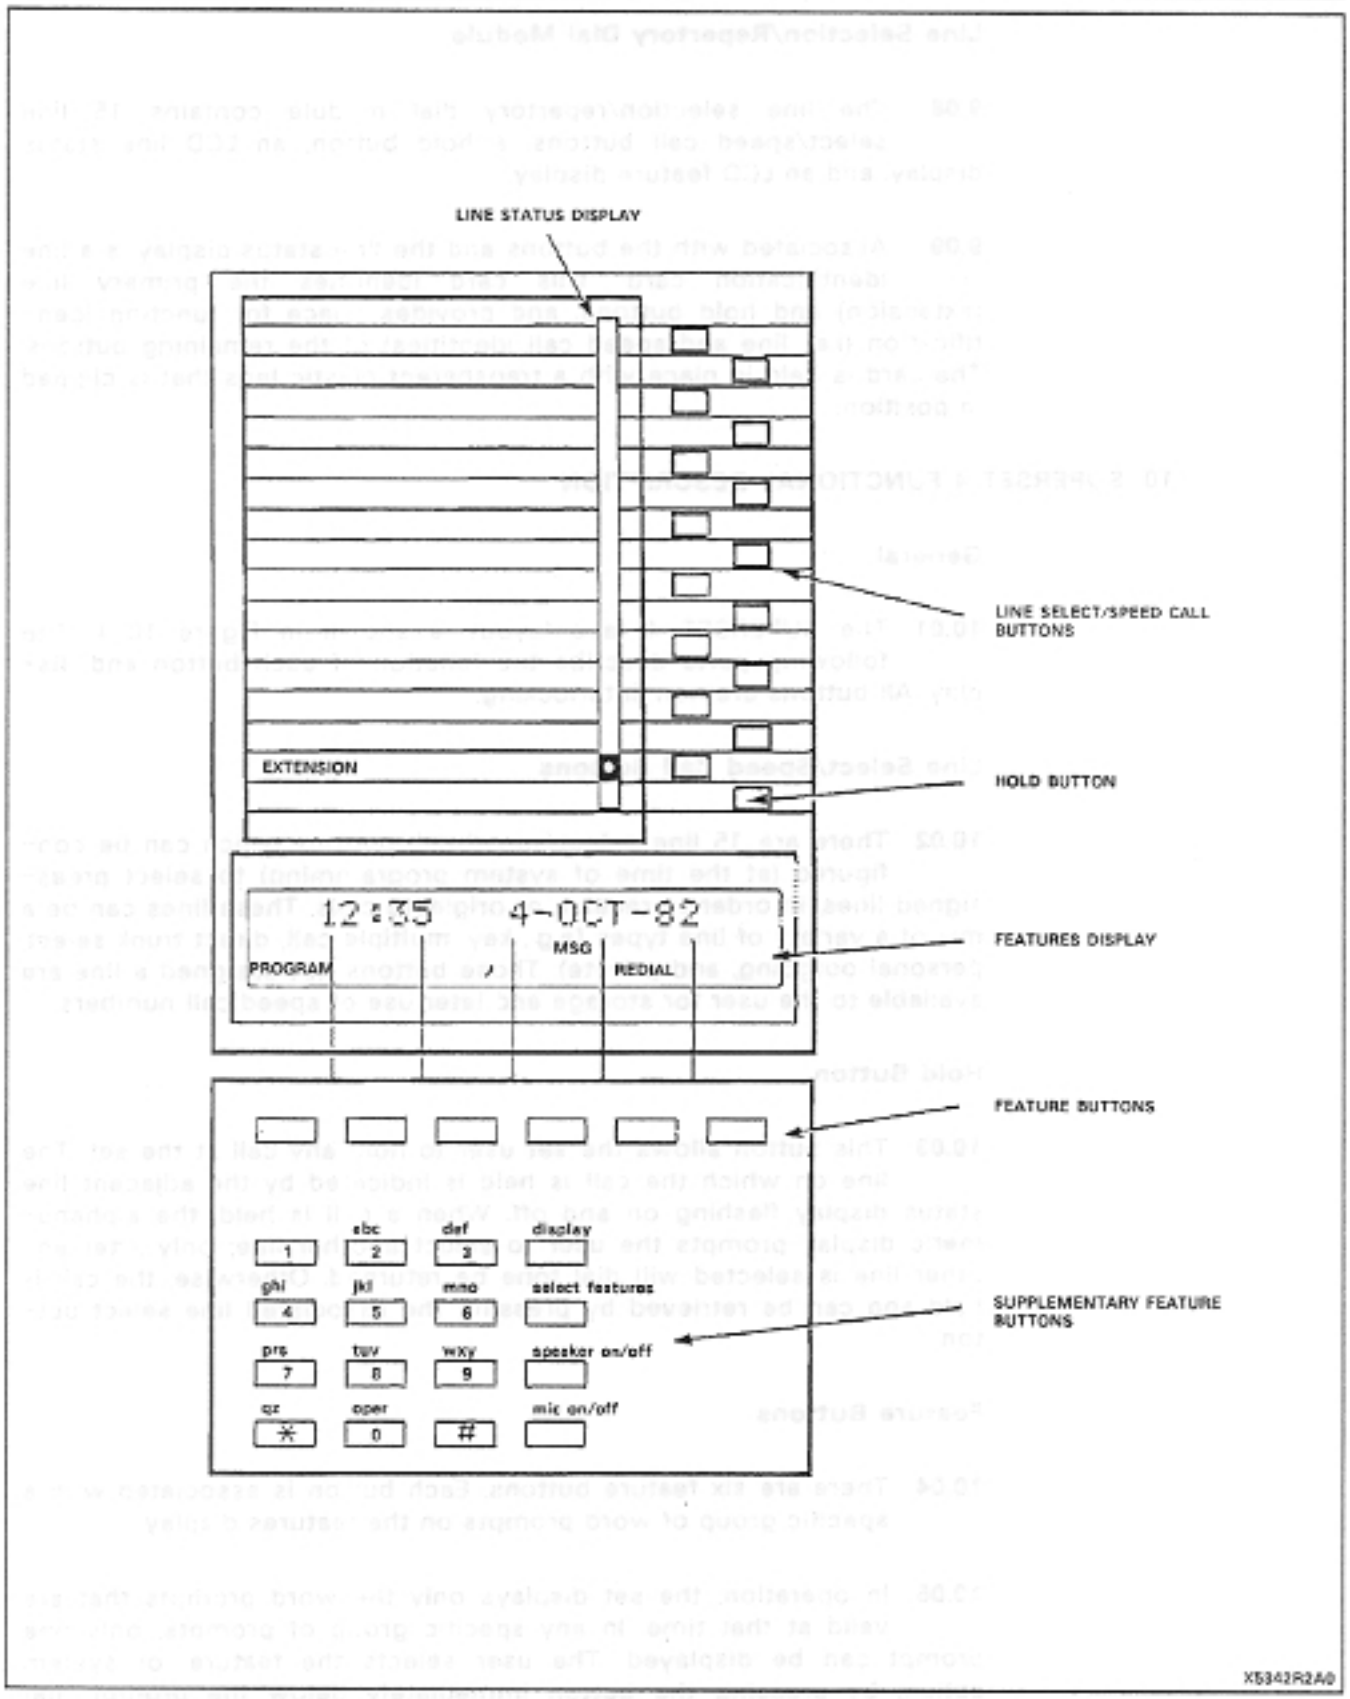

Figure 10-1 SUPERSET 4 Buttons and Displays
10.01 The SUPERSET 4 face layout is shown in Figure 10-1. The following parts describe the function of each button and display. All buttons are non-interlocking.